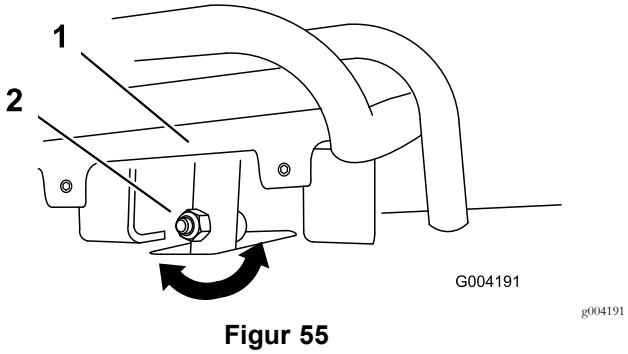
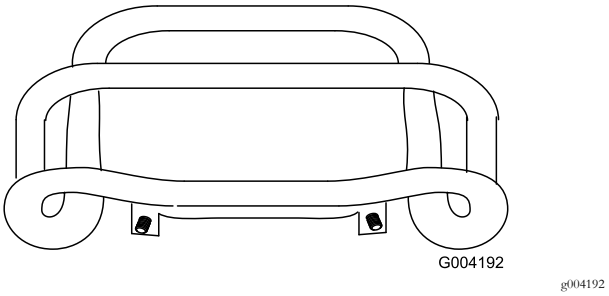

Figur 55
Figur 56
4. Om drivreglagets främre del inte ligger tätt intill och i rät vinkel mot referensstaven lossar du flänsmuttern och bulten på drivreglagets skaft (Figur 55).
5. Justera drivreglaget så att det ligger tätt intill referensstaven när det dras rakt bakåt (Figur 55 och Figur 56).